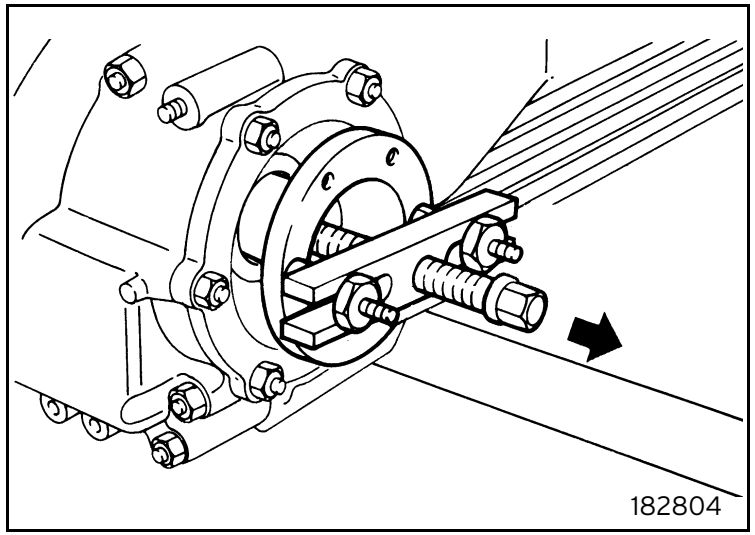

Fig. 4
- Use a suitable puller and shim to remove the flange (figure 4). Repeat the operation on the other side.